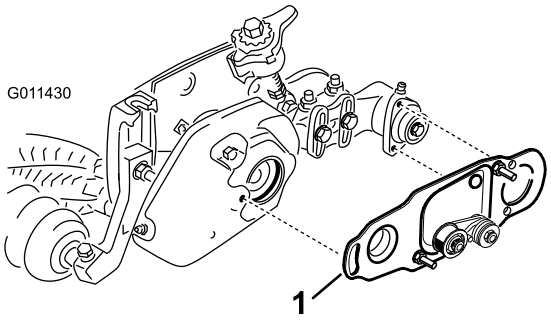

Figur 46
5. Om du monterar en rullborste ska du kontrollera att borstplåten (Figur 46) är parallell mot klippenhetens sidoplåt och helt införd i gummihylsorna.